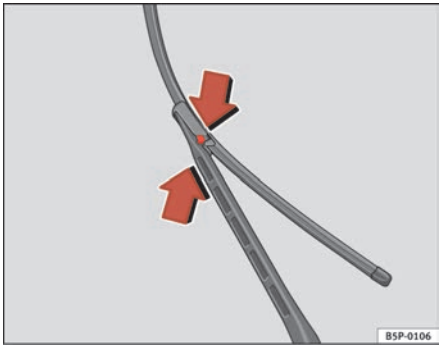

Fig. 162 Changing the front wiper blades
– Push the side buttons, free the blade and pull in the direction of the arrow ⇒ fig. 162